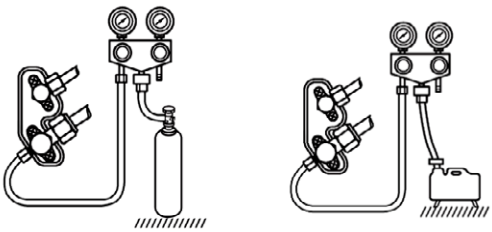

Рисунок 45 - Схема подключения коллектора к клапану внешнего блока
• Подключите манометрический коллектор и баллон с азотом к сервисному порту газового трубопровода внешнего блока (см. рис. 45). Баллон должен быть подключен через понижающий редуктор. Не допускается использование сжатого воздуха по причине высокого содержания в нем влаги.